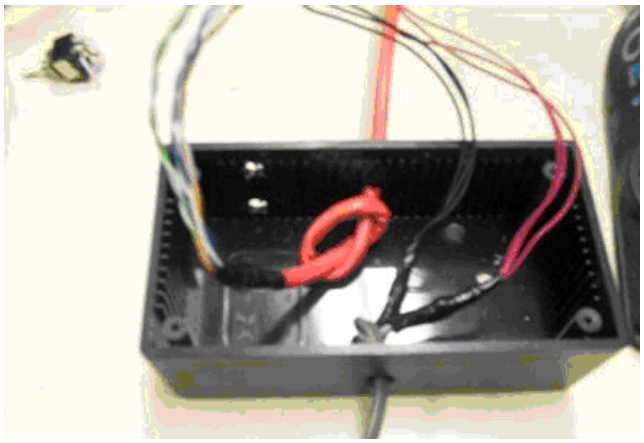

**Figure 31:** Cables in holes (see steps 3 & 4)
16. **Pass the loose end of the power cable (no alligator clips) through the hole in the back of your control box**. Tie a strain-relief knot about 6” (15cm) up the cord, inside the control box. (Fig. 31